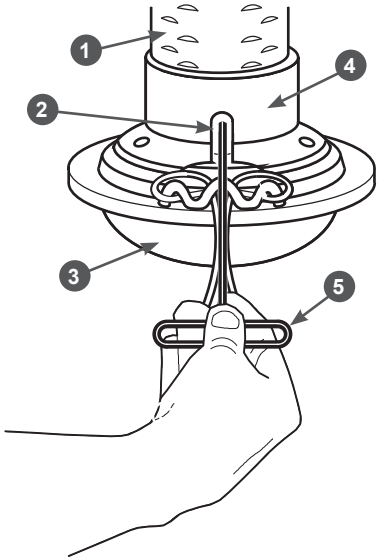

Рис. 14 Регулировка высоты скашивания
1. Используя шестигранный ключ из комплекта поставки ослабьте затяжку двух стопорных болтов (Рис. 14)